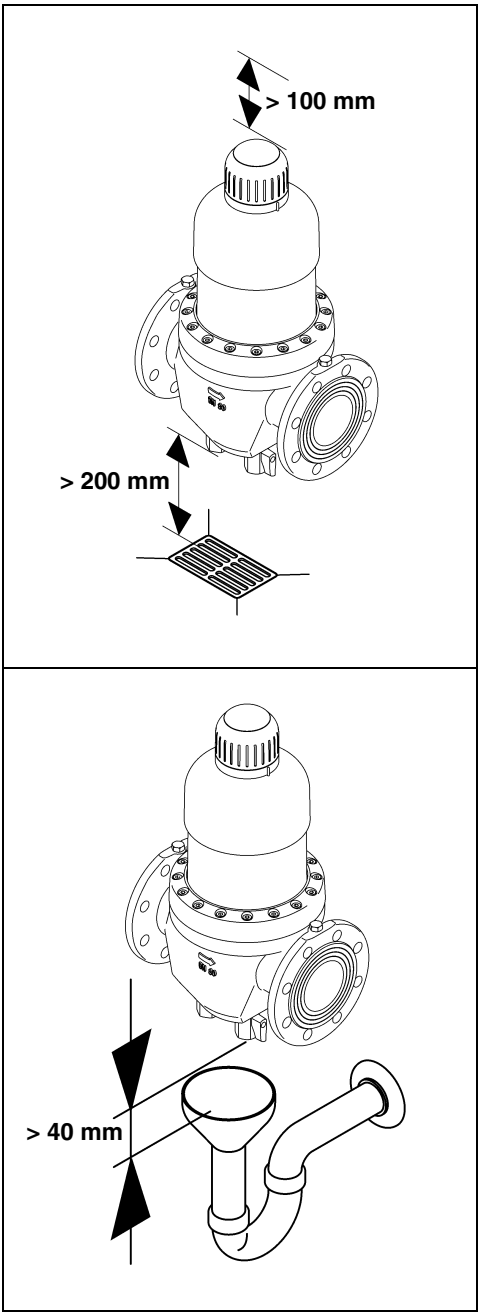

Abb. 6: Ableitungsmöglichkeiten für das Rückspülwasser
Zur bequemen Bedienung und Wartung unbedingt die angegebenen Abstände einhalten (siehe Kapitel „Ableitungsmöglichkeiten für das Rückspülwasser“). Oberhalb des Rückspül-Schutzfilters sollten mindestens 100 mm und unterhalb des Rückspül-Schutzfilters mindestens 200 mm Freiraum eingehalten werden (siehe Abb. 6). Diese Abstände sind notwendig, um die Rückspülung (siehe Kapitel „Rückspülung“) ordnungsgemäß durchführen zu können.
Für das Rückspülwasser muss ein ausreichend dimensionierter Abwasseranschluss (z. B. Bodenablauf) nach DIN 1986 vorhanden sein. Falls kein Abwasseranschluss vorliegt kann ein Eimer mit entsprechender Größe verwendet werden (siehe Abb. 6).
– Wenn der Eimer zur Hälfte gefüllt ist, muss der Rückspülvorgang beendet werden. Andernfalls besteht die Möglichkeit, dass der Eimer überläuft. Deshalb muss der Eimer ausreichend dimensioniert sein und die Rückspülung sollte zügig durchgeführt werden (siehe Abb. 6).